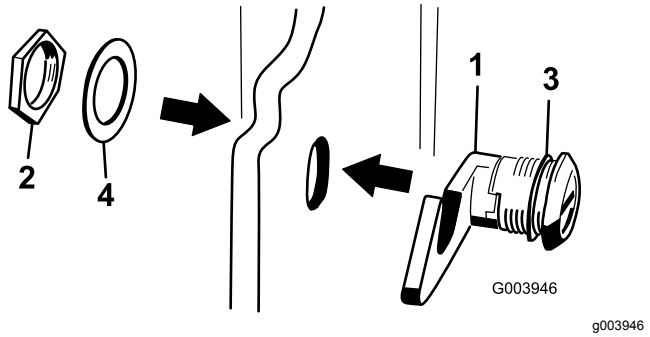

Figure 18
3. Retirez l'écrou du verrou du capot (Figure 18).